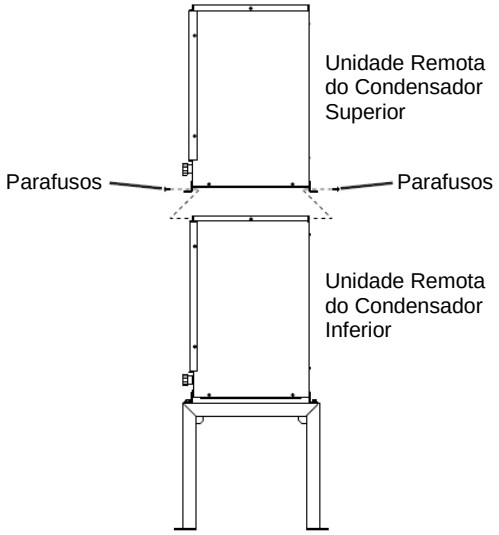

Fig. 18
2) Posicione a unidade remota do condensador superior em cima dos defletores. Veja a Fig. 18.